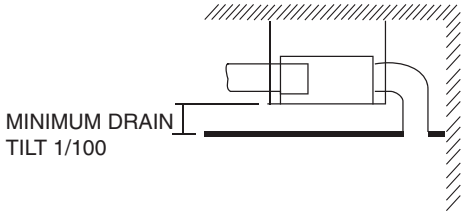

Fig. 4 — False Ceiling Installation
- There should be enough room within the false ceiling for installation and maintenance (see Fig. 4).